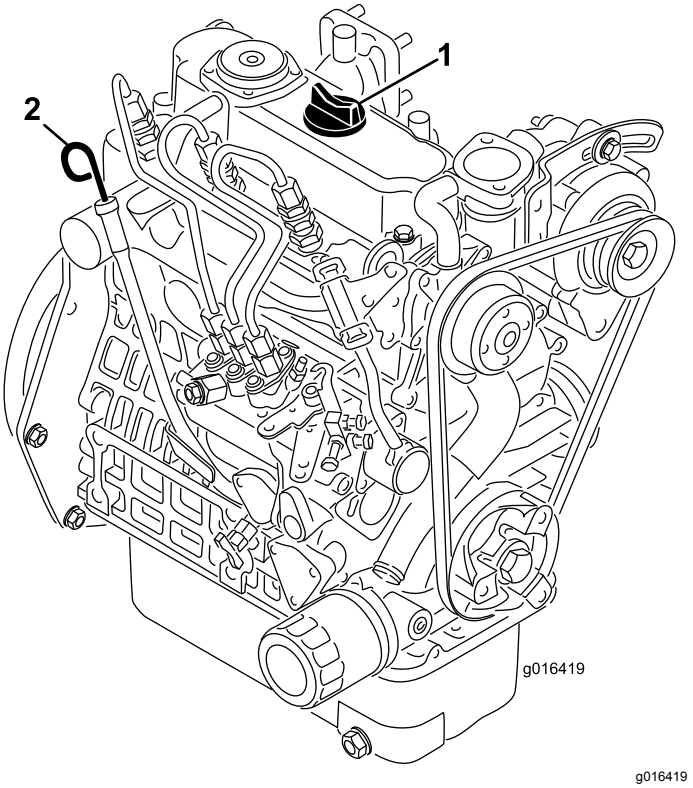

**Figur 35**
2. Ta ut oljestickan och torka av den med en ren trasa (Figur 35).